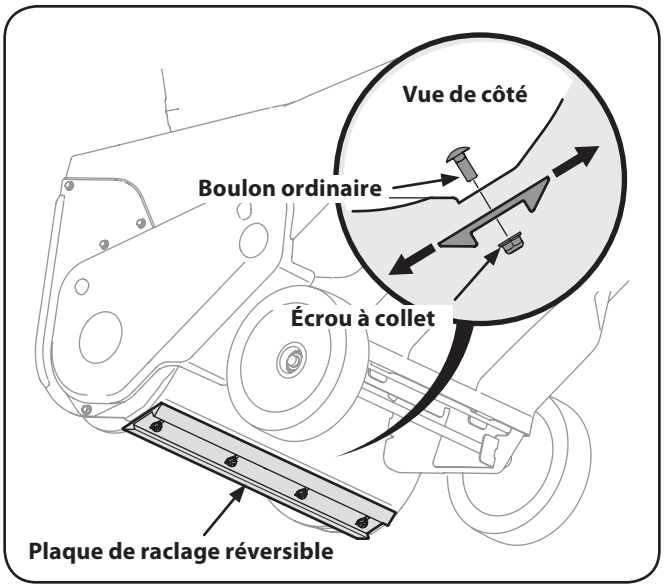

Figure 7-5
3. Enlevez les quatre boulons ordinaire, et les écrous à collet qui la maintiennent sur la souffleuse. Voir la Fig. 7-5.